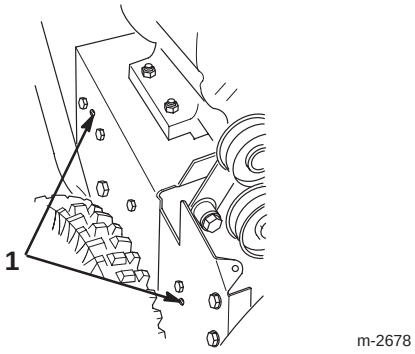

Bild 34
18. Bringen Sie die beiden Schrauben an, mit denen das Schneckenbremsarmelement befestigt wird. Achten Sie darauf, dass die Ansätze in die Löcher auf der linken Seite der Schneefräse kommen (Bild 34).
14. Bringen Sie die beiden Schrauben an, mit denen das Schneckenbremsarmelement befestigt wird. Achten Sie darauf, dass die Ansätze in die Löcher auf der rechten Seite der Schneefräse kommen (Bild 34).